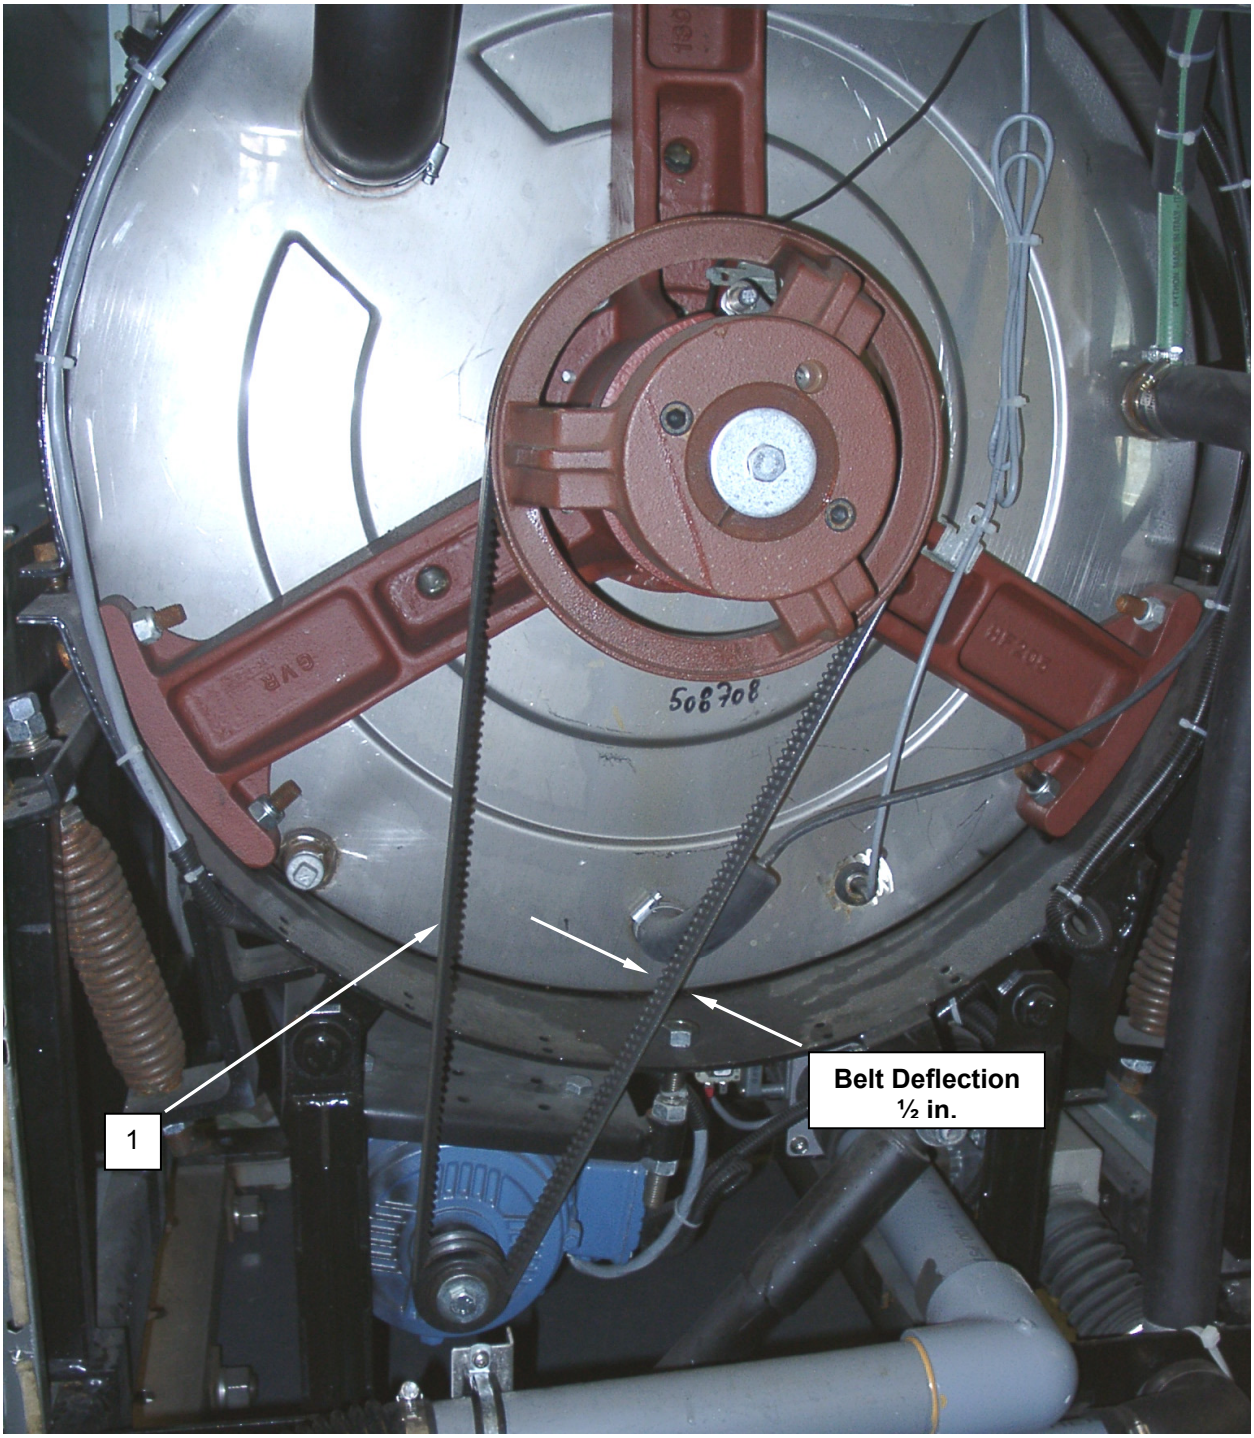

Figure 1. Inspect the Washer Drive Belts.
2. Inspect belt **(Figure 1, Item 1)** for physical damage such as fraying and wear.